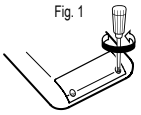

Fig. 2
4. Ôtez les piles usagées, en vous servant d'un stylo à bille ou d'un instrument à pointe similaire. (Fig. 2)